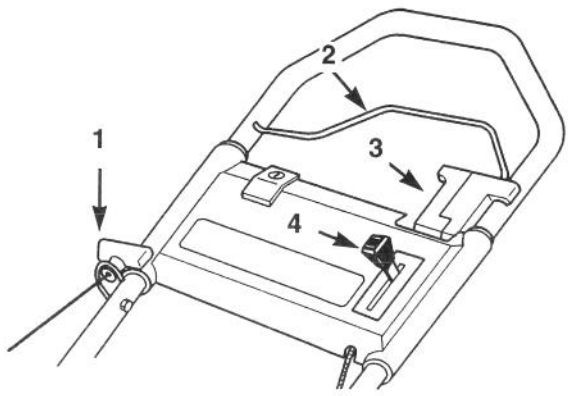

Figur 2
1. BETJENINGSORGANER—Manøvrekontrol (selvkørende model), gashåndtag, motorstop-kontrolstang og fingerspidsstarter sidder på håndtaget (figur 2).